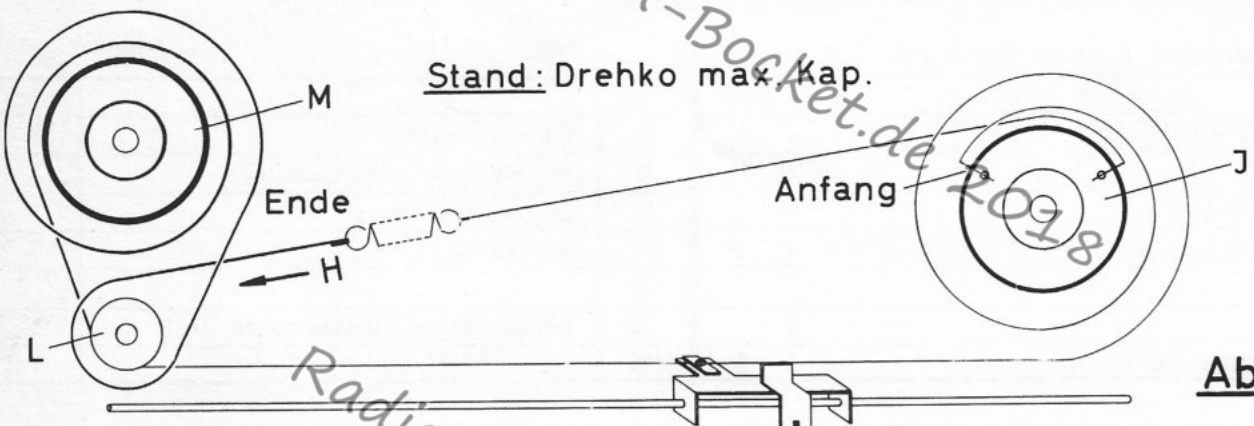

Abb.1
C) Seilführung. (Hierzu siehe Seilführungsplan Abb.1).